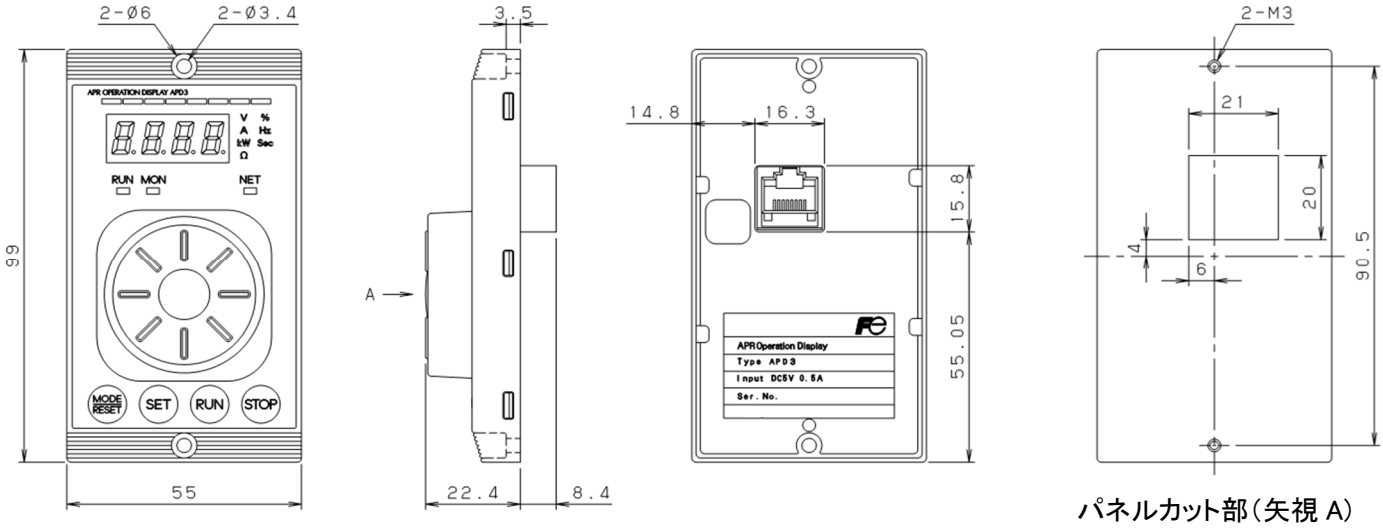

図 3-3. 取付けネジ穴位置とパネルカット寸法
① 設置する盤に以下のパネルカット（図 3-3）を行います。
② APD3 を盤表面に取り付けます。（注 2）
③ APD3 の RJ-45 コネクタに遠隔操作用接続ケーブルを接続します。
④ 遠隔操作用接続ケーブルのもう一方を APR 本体の RJ-45 コネクタに接続します。
⑤ APR 本体の機能選択スイッチ SW8(APD3 選択)を ON(有り)にしてください。